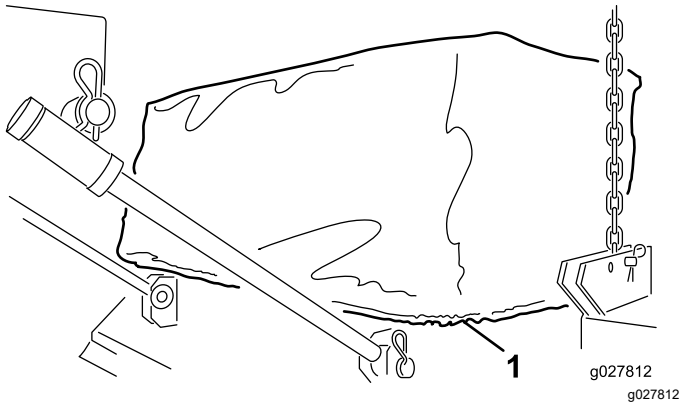

Figura 4
4. Instale o anel de lona em redor do lábio do VersaVac e das aberturas da plataforma (Figura 4).